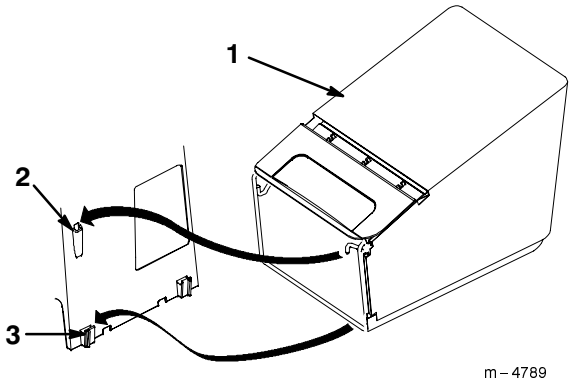

Figur 18
5. Kroken i gressposens ramme hukes inn i slissen i klippeskjoldet og på poserammens festeanordninger slik som vist i Figur 18.
4. Løft gressposen av poserammens festeanordninger og ut av slissen i klippeskjoldet, slik som vist i Figur 18.